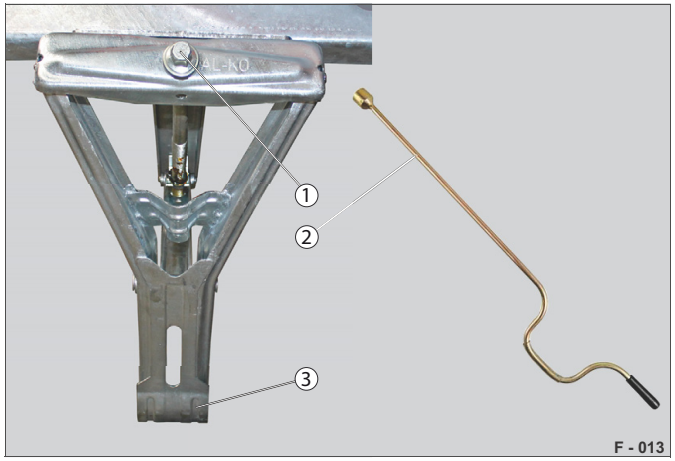

Abb. 39 Stočení teleskopické klikové podpěry dolů
▶ Nasaďte kliku (Abb. 39/2) na klikový nástavec (Abb. 39/1).
▶ Stáčejte tak dlouho, dokud stavěcí patka (Abb. 39/3) nedosáhne na zem.